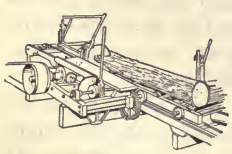

Fig. 2.
3. **Circular Sawing.**—In circular sawing, two saws are generally used, one being placed directly over the other. For small and medium sized logs, the top saw is not used. The waste from a circular saw is large because of the wide kerf which it makes. See Fig. 2. The method of handling a log in circular-sawing is the same as in band-sawing.